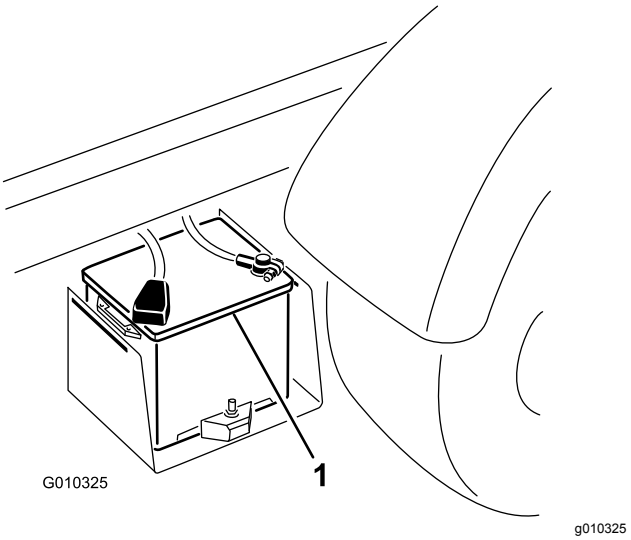

**Figur 42**
2. Forbind et startkabel mellem pluspolerne på de to batterier (Figur 42).